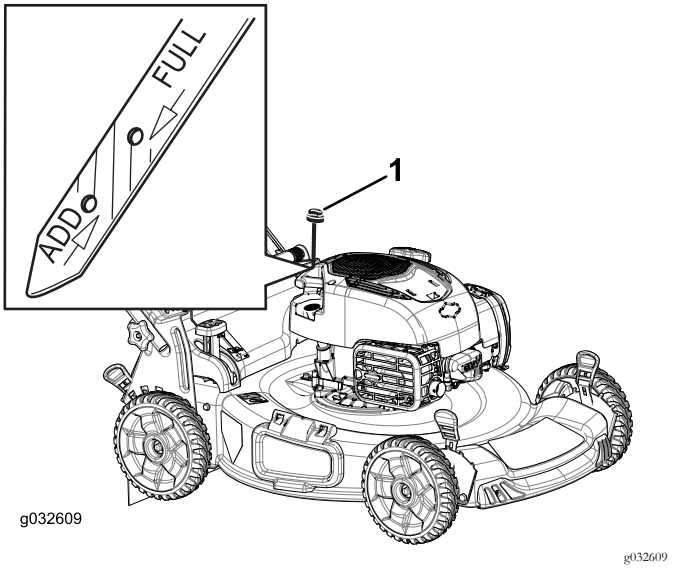

Rysunek 34
3. Wyjmij wskaźnik poziomu (Rysunek 34).
10. Odczytaj poziom oleju na wskaźniku (Rysunek 34).